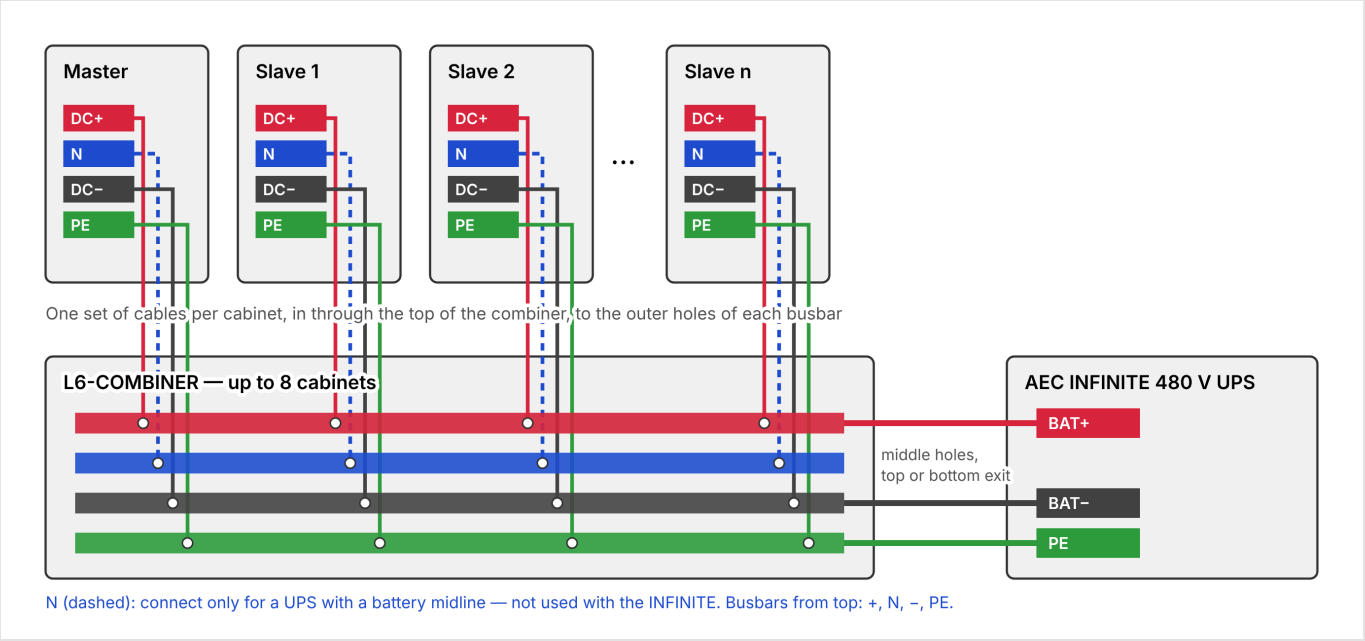

FIGURE 3-31 Power wiring — several L6 cabinets through the L6-COMBINER to the INFINITE 480 V
4. Connect the combiner to the INFINITE battery terminals from the middle holes, through the top or the bottom of the combiner (Figure 3-31).